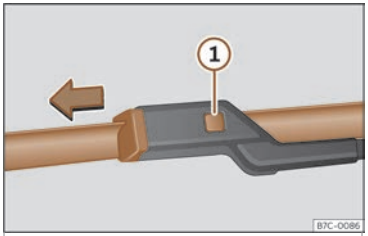

Fig. 38 Cambio das gomas do limpaparabrisas.
- Manteña premida a tecla de desbloqueo ››› fig. 38 ① puxando levemente da goma no sentido da frecha.